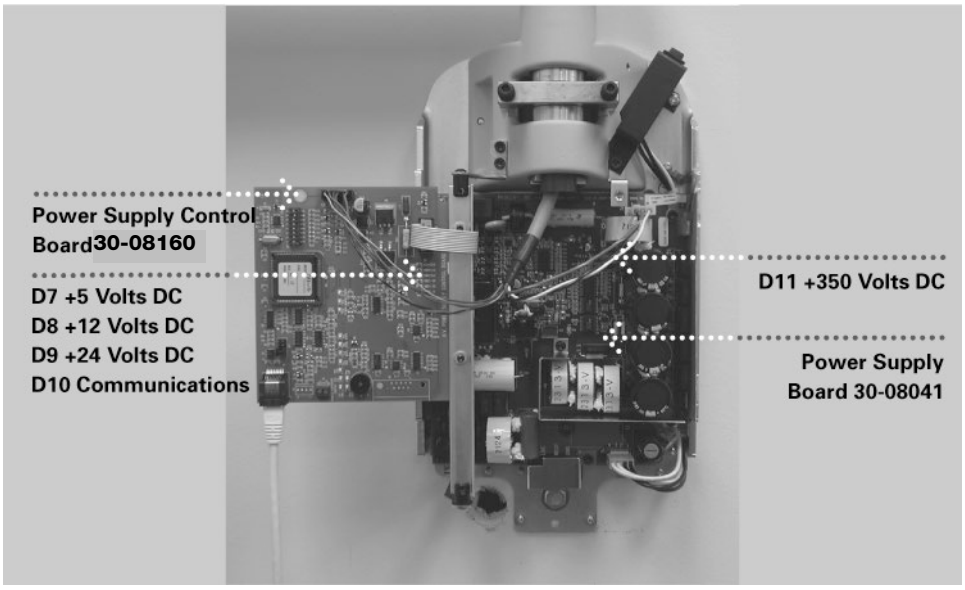

Figure 34 Circuit Board Verification
1. On Power Supply Board 30-08041, shown in *Figure 34*, verify that LED D11 is illuminated. The illuminated LED verifies that appropriate supply voltages are present.
2. On the Power Supply Control Board 30-08160, shown in *Figure 34*, verify that LEDs D7 (+5VDC), D8 (+12VDC) and D9 (+24VDC) are illuminated and LED D10 is flashing. Each illuminated LED verifies that appropriate supply voltages are present. If the LEDs are not illuminated, refer to the “No Operator Display but Power Switch is On” procedure in the Troubleshooting on page 75 of this manual.